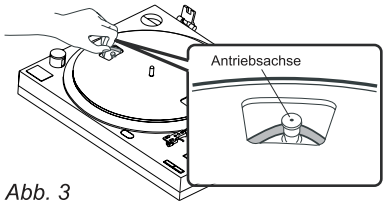

Abb. 3
4. Der Gummi-Antriebriemen ist durch die Plattentellerlöcher zu sehen. Fassen Sie den Antriebsriemen und legen Sie ihn über die Antriebsachse (Abb. 3).